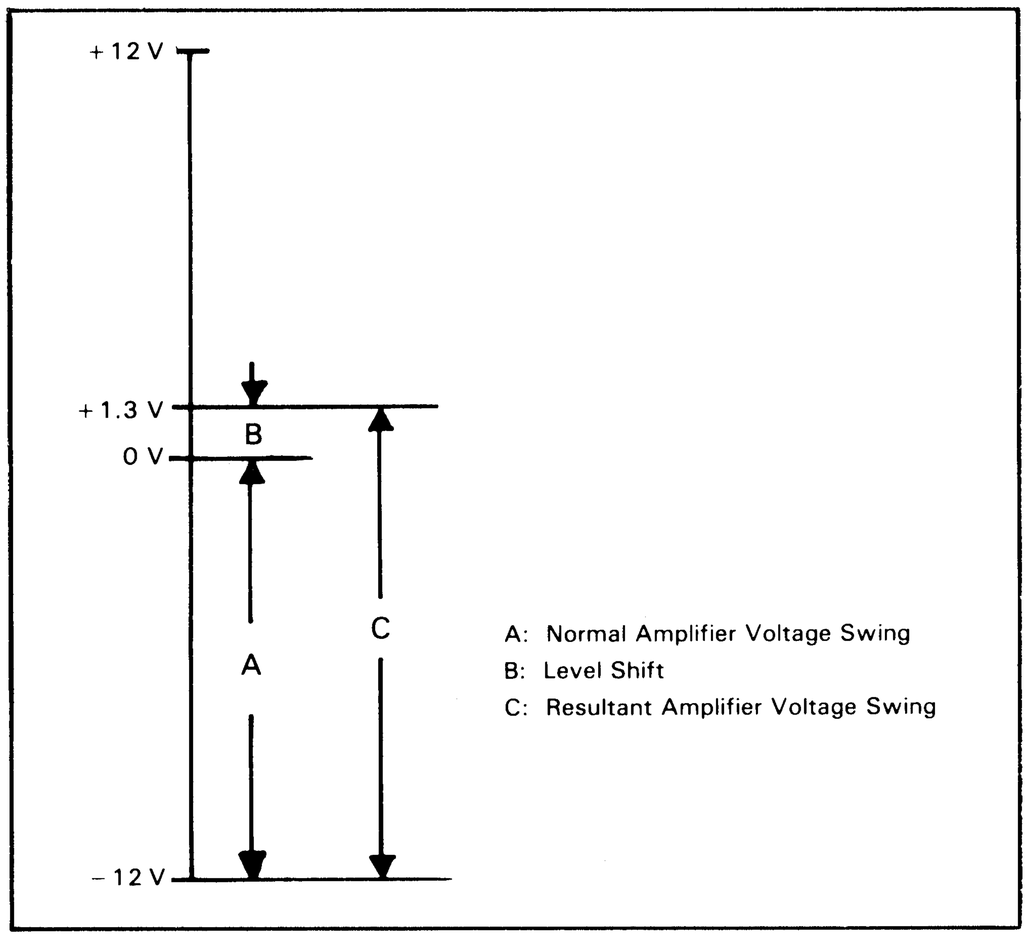

Figure 8-29. Level Shift for Low Ohms Offset Circuit.
8-134. Figure 8-29 and 8-30 illustrate how this circuit operates. The negative voltage swing at the output of the Input Amplifier is normally between 0 V and − 12 V (A). The low ohms offset circuit level shifts the dc reference at the amplifier output from 0 V to + 1.3 V (B) which increases the amplifier voltage swing range from 12 V (A) to 13.3 V (C). This is done by moving the bottom of, part of the U200 resistor divider from ground to − 12 V_a.